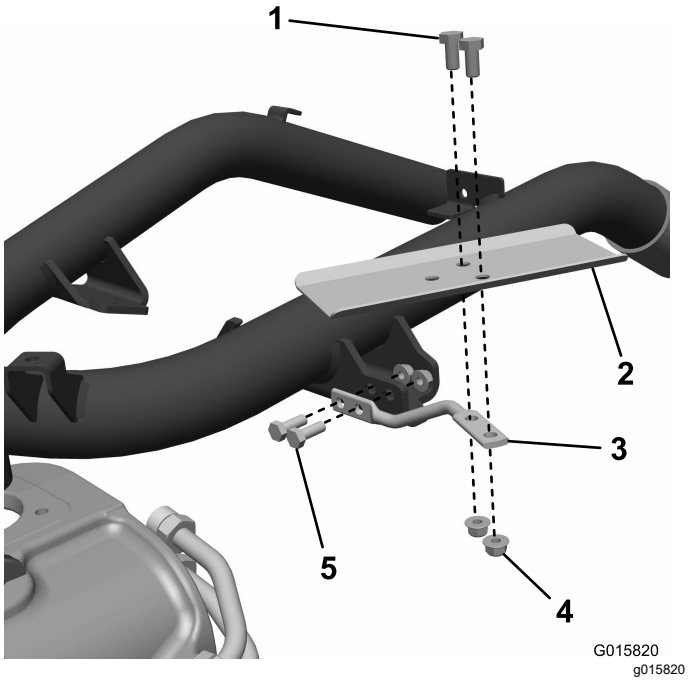

Figur 8
1. Monter vaierholderen til rammen og fest den med to (2) bolter (5/16 tomme) og to (2) mutre (Figur 8).